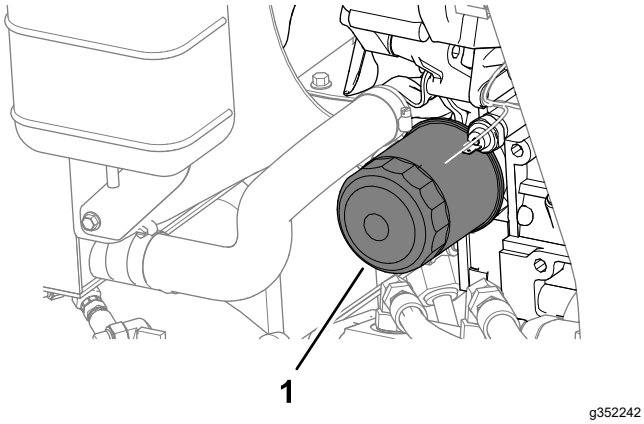

Figur 64
4. Fjern oliefilteret (Figur 64).